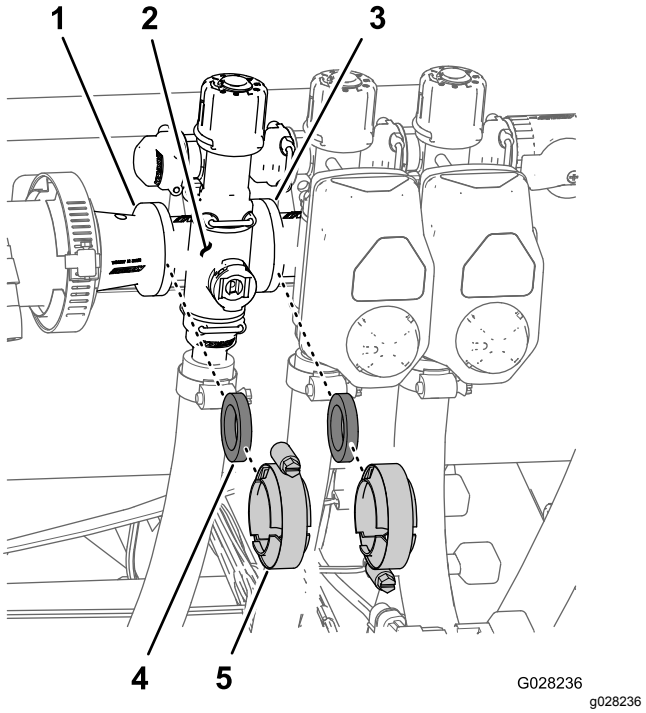

**Figur 94**
1. Fjern klemmene og pakningene som fester manifoldet for seksjonsventilen (Figur 94) til den nærliggende seksjonsventilen (hvis det er den venstre seksjonsventilen) og reduksjonskoblingen.